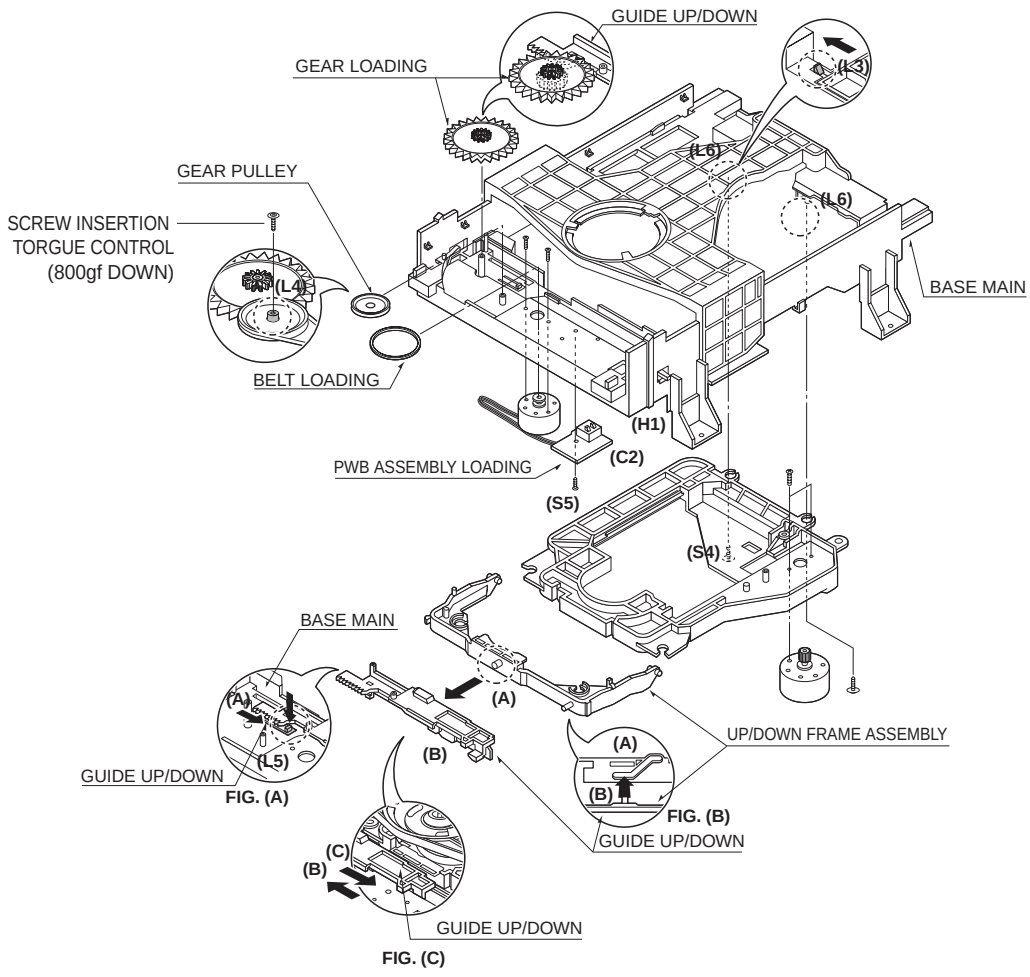

Fig. 5-4
5. Frame Assembly Up/Down (Fig. 5-4)
- When reassembling move the Guide Up/Down in direction of arrow(C) until it is positioned as Fig.(C).
- When reassembling insert (A) portion of the Frame Assembly Up/Down in the (B) portion of the Guide Up/Down as Fig.(B)
6. Belt Loading(Fig. 5-4)
7. Gear pulley (Fig. 5-4)
1) Unlock the Locking Tab(L4) in direction of arrow(B) and then separate the Gear Pulley from the Base Main.
8. Gear Loading (Fig. 5-4)
9. Guide Up/Down (Fig. 5-4)
10. PWB Assembly Loading (Fig. 5-4)
11. Base Main(Fig. 5-4)